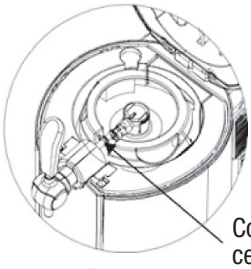
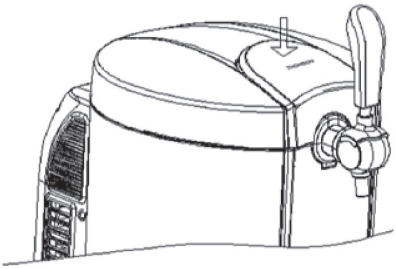

Figura 10
Figura 11
1. Abra la tapadera superior presionando la empuñadura (Figura 11). Instale el barril correctamente montado en el depósito de refrigeración (Figura 10).